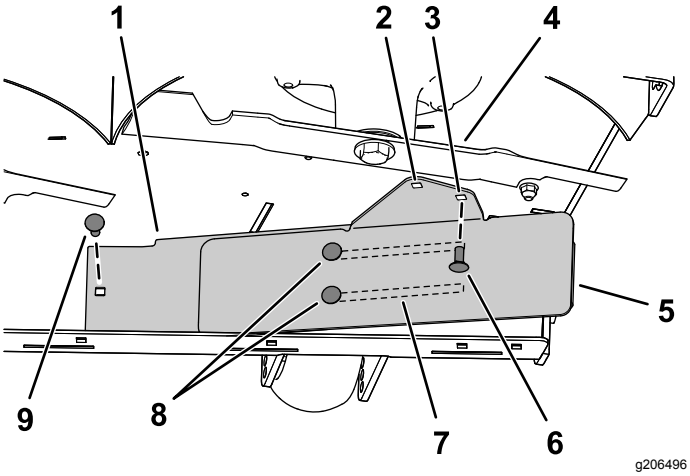

Figuur 10
3. Monteer de linkerzijde van het schot met een slotbout (5/16" x ¾") en een flensmoer (5/16"); zie Figuur 10.
4. Zet de 2 slotbouten (5/16" x ¾") in de sleuven in het schot los, en schuif het schot tot de opening overeenkomt met de opening in het maaidek (Figuur 10).
5. Plaats het schot zoals wordt getoond in Figuur 10.
Belangrijk: **Zorg ervoor dat u de juiste opening voor het schot gebruikt; zie Figuur 10.**
6. Draai de 2 slotbouten (5/16" x ¾") in de openingen in het schot vast (Figuur 10).